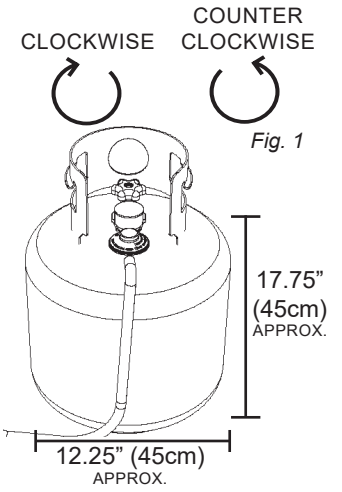

Fig. 1
4. Center and insert regulator nipple into valve outlet on gas cylinder (Fig. 1). Turn regulator coupling nut clockwise until it stops. DO NOT OVER TIGHTEN.